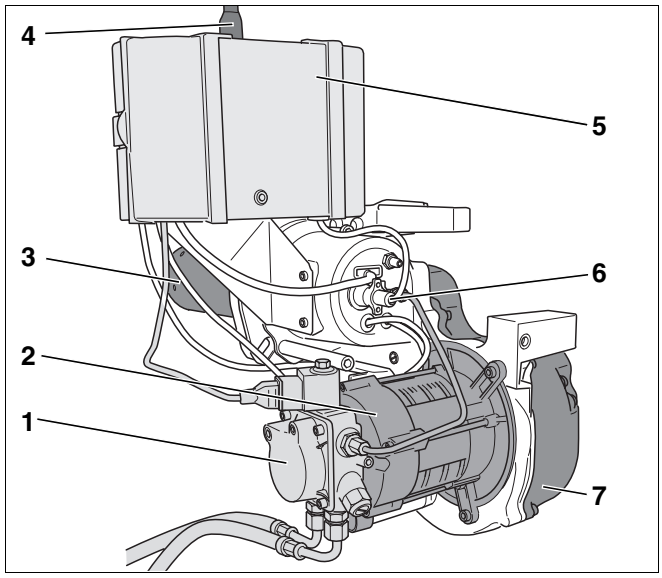

Rys. 1 Palnik Logatop BE 1.3 i 2.3
– Pompa olejowa z zaworem elektromagnetycznym i przewodami olejowymi (rys. 1, **poz. 1**)
– Silnik palnika (rys. 1, **poz. 2**)
– Rura palnika (rys. 1, **poz. 3**)
– Cyfrowy automat palnikowy SAFe 10 z przyciskiem odkłócającym (rys. 1, **poz. 5**)
– Czujnik płomienia (rys. 1, **poz. 6**)
– Dmuchawa (rys. 1, **poz. 7**)
Palnik (rys. 1) jest przyłączony wtyczką sieciową (rys. 1, **poz. 4**) i połączony ze sterownikiem przewodem komunikacyjnym.